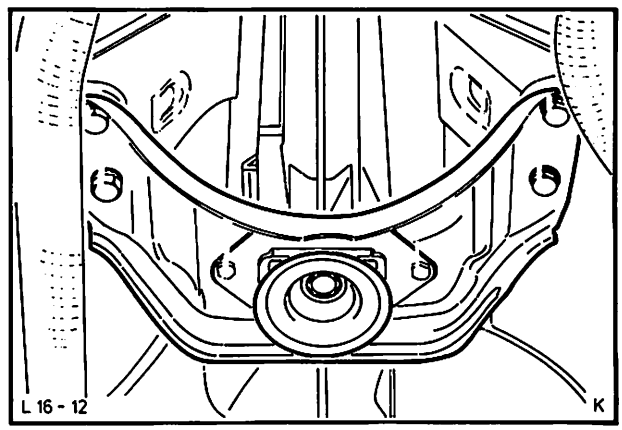

Abb. 15 Getriebetraverse
17. Getriebetraverse an Getriebe und Bodengruppe anbauen. Abb. 15. Schrauben mit vorgeschriebenem Drehmoment festziehen.